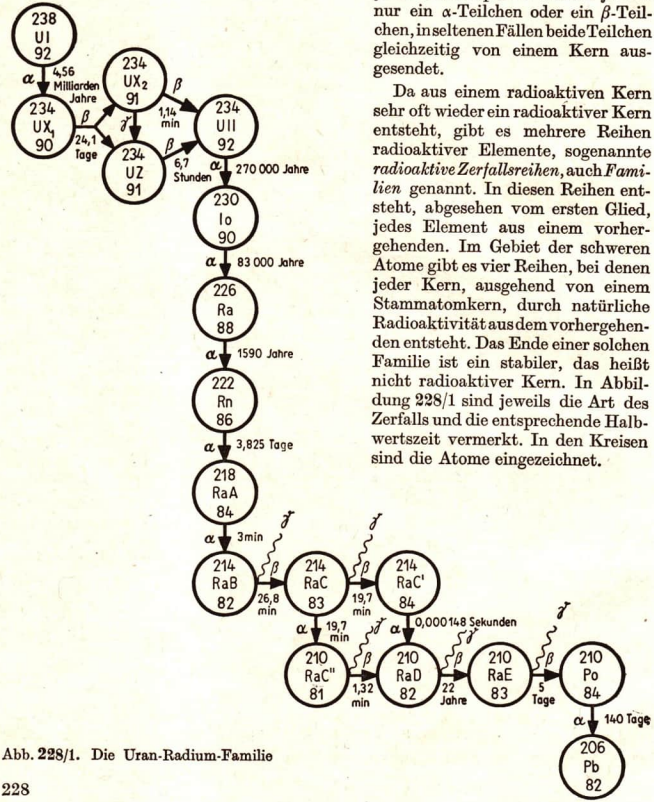

Abb. 228/1. Die Uran-Radium-Familie
Einige Halbwertszeiten (vgl. Abb. 228/1)
Da aus einem radioaktiven Kern sehr oft wieder ein radioaktiver Kern entsteht, gibt es mehrere Reihen radioaktiver Elemente, sogenannte *radioaktive Zerfallsreihen*, auch *Familien* genannt. In diesen Reihen entsteht, abgesehen vom ersten Glied, jedes Element aus einem vorhergehenden. Im Gebiet der schweren Atome gibt es vier Reihen, bei denen jeder Kern, ausgehend von einem Stammatomkern, durch natürliche Radioaktivität aus dem vorhergehenden entsteht. Das Ende einer solchen Familie ist ein stabiler, das heißt nicht radioaktiver Kern. In Abbildung 228/1 sind jeweils die Art des Zerfalls und die entsprechende Halbwertszeit vermerkt. In den Kreisen sind die Atome eingezeichnet.
2. Stellen Sie die Thorium-Zerfallsreihe nach dem Beispiel der Abbildung 228/1 auf! Ausgangskern ist Th^{232}_{90}. Die zu den einzelnen Gliedern der Reihe führenden Strahlenarten sind: